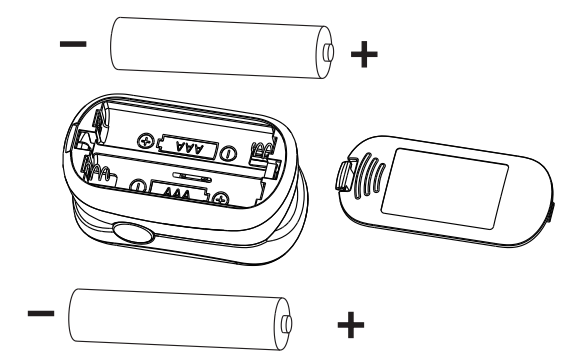

Figure 2 Battery Installation
A. Put the two AAA batteries into battery compartment in correct polarities (Figure2).